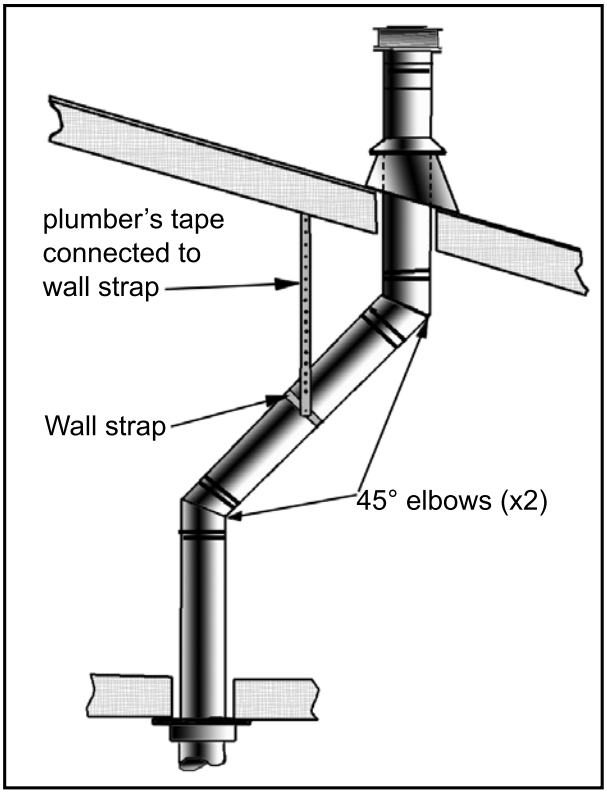
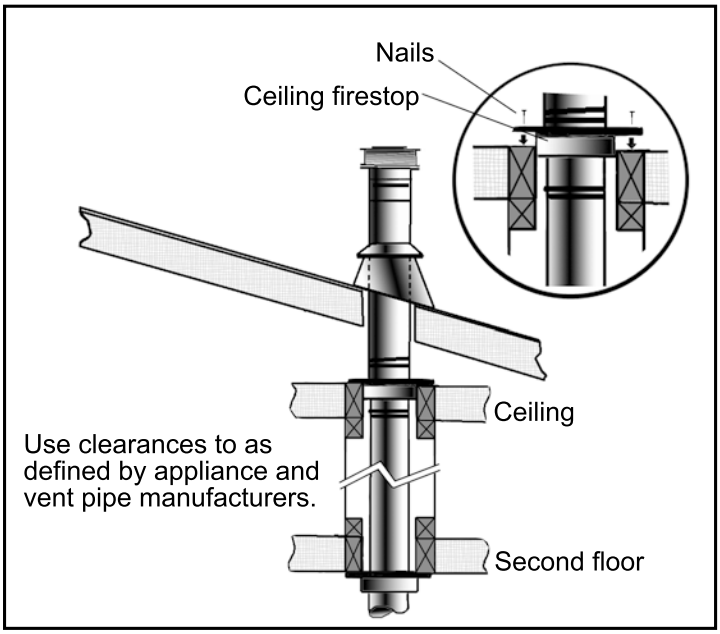

Figure 36: Use of Wall Straps.
Figure 37: Multi-Story Vent Pipe Installation.
(1) If an offset is necessary in the attic to avoid obstructions, it is important to support the vent pipe every 3 feet (914 mm), to avoid excessive stress on the elbows, and possible separation. Wall straps are available for this purpose (see Figure 36).
(2) When ever possible, use 45° degree elbows instead of 90° degree elbows. The 45° degree elbow offers less restriction to the flow of flue gases and intake air.
(3) For multi story installations; a ceiling firestop is required at the second floor, and any subsequent floors (see Figure 37). The opening should be framed to 10" (254 mm) x 10" (254 mm) inside dimensions, in the same manner as shown in Figure 28.
(4) Any occupied areas above the first floor, including